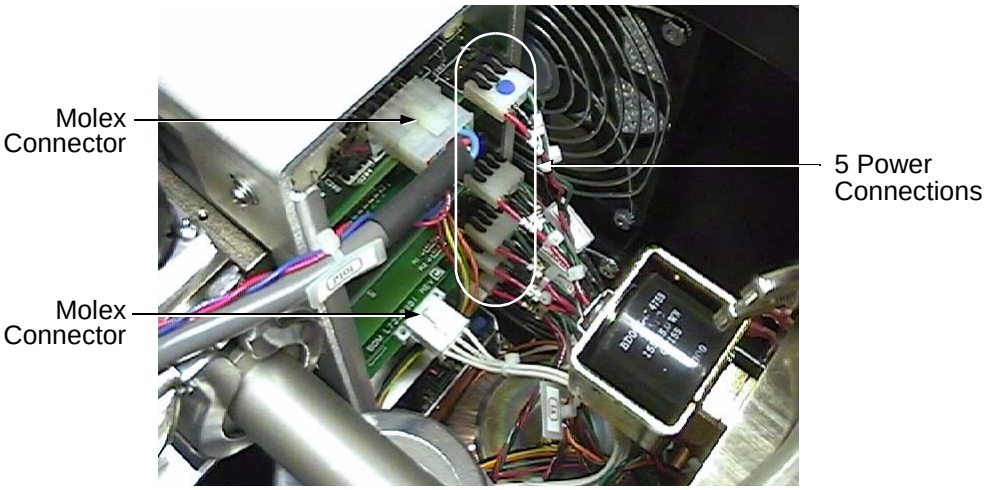

Figure 7-5 Connectors on Rear of Boards
The Ion Source (top) and I/O Boards have molex connectors (Figure 7-5).
4. Pull the power connectors straight off of the boards (Figure 7-5).
9. Replace the 5 power connections and the two molex connections on the back of the cards (Figure 7-5 on page 7-5).